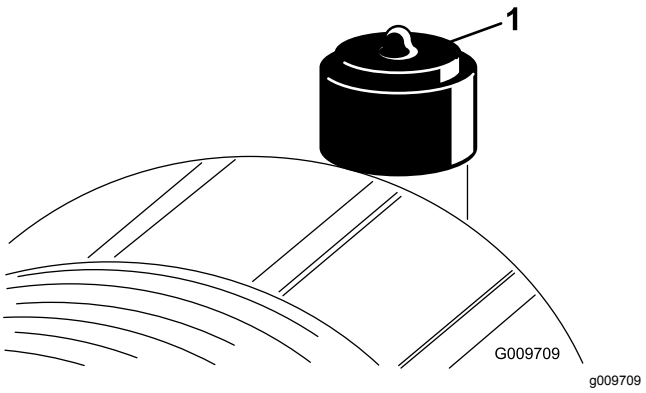

Figur 64
Efterse kun luftfilteret, når serviceindikatoren (Figur 64) viser, at det er nødvendigt. Hvis du udskifter luftfilteret, før det er nødvendigt, øger du blot risikoen for, at der kommer snavs ind i motoren, når filteret afmonteres.
2. Nulstil indikatoren (Figur 64), hvis den viser rødt.